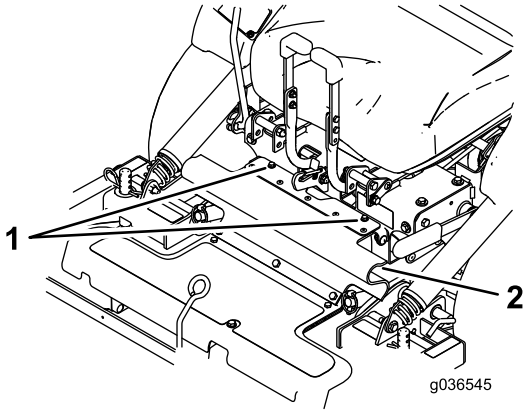

Figuur 23
3. Maak de bouten los die aan de rubberen kap zijn bevestigd (Figuur 23).